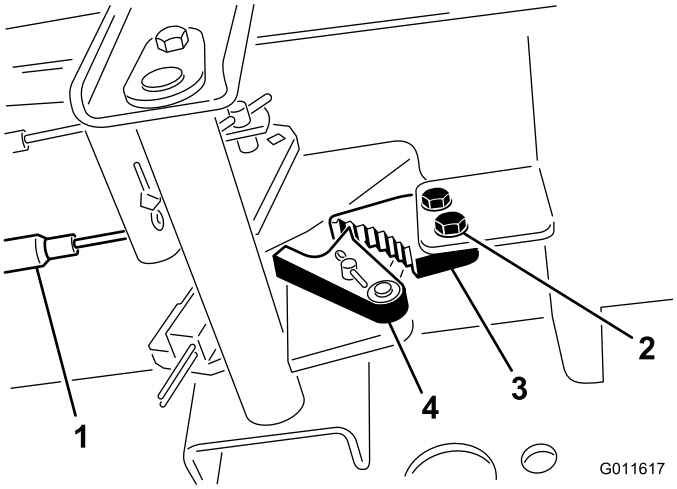

Figuur 56
1. Draai de 2 schroeven los waarmee de pal van de parkeerrem is bevestigd aan het frame (Figuur 56).
2. Trap het pedaal van de parkeerrem naar voren totdat de remvergrendeling de rempal geheel vastgrijpt (Figuur 56).